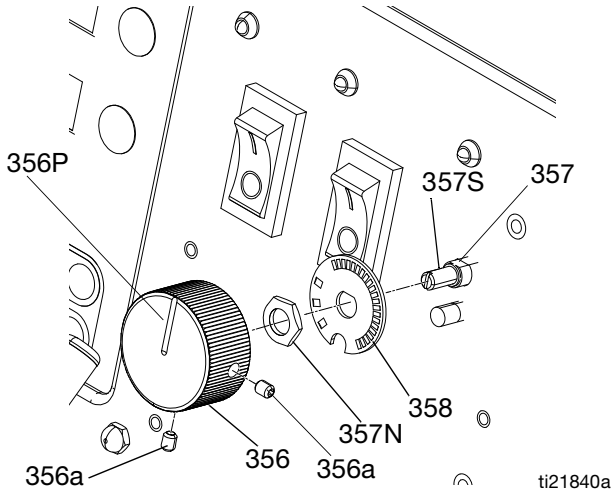

AFB. 9 Functieknop/potentiometer
4. Zie AFB. 9. Verwijder de twee stelschroeven (356a) en trek de functieknop (356) van de as van de potentiometer (357).
5. Verwijder de moer (357N) en de aanslagplaat (358).
6. Installeer een nieuwe potentiometer (357) en ga daarbij in omgekeerde volgorde te werk. Plaats de potentiometer zodanig dat de sleuf (357S) horizontaal staat. Plaats de knop (356) zodanig dat de pijl (356P) omhoog wijst. Monteer de knop zodanig op de as dat de sleuf (357S) in de richtpen in de knop ingrijpt. Druk de knop op de as tegen de aanslagveer, voordat u de stelschroeven (356a) vastdraait.